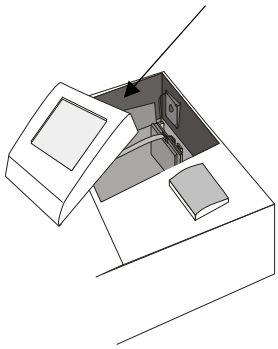

Figure 2-2
2.3.1 Install screen（Figure2-2,2-3）
(a) As Figure 2-2, connect the wire of the screen with the corresponding socket on the main body.